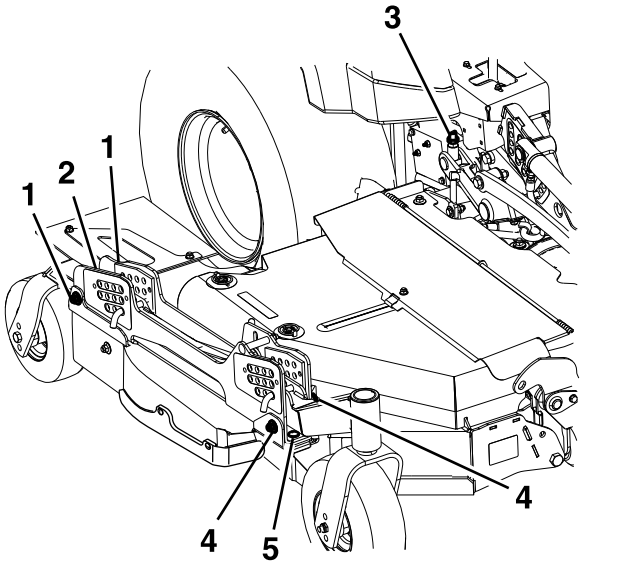

Figure 46
3. The left and right wing decks have blade height adjustments with front and rear adjust points. To adjust the wing blade height, first loosen the front and rear height of cut hanger mounting nuts. There are four locations — two on each side of the channel (see Figure 46).
- If the deck is too low, tighten the front height adjustment bolt (item 5, Figure 46) by rotating the bottom nut clockwise.
- If the deck is too high, loosen the front height adjustment bolt (item 5, Figure 46) by rotating the bottom nut counterclockwise. Fine tuned the rear adjusters as required.
Adjust the rear wheel height (item 2, Figure 46) so that the rear wheel lightly touches the ground with minimal pressure.
4. Measure the back of the wing blades. If either has less than 1/16 inch (1.5 mm) rake, raise the back of the deck by tightening the LH and RH rear adjustments (item 3, Figure 46) until all four blades have a minimum of 1/16 inch rake (1.5 mm). Readjust the wing rear wheels so they lightly touch the ground with minimal pressure. Tighten all four rear hanger mount points (item 1, Figure 46).